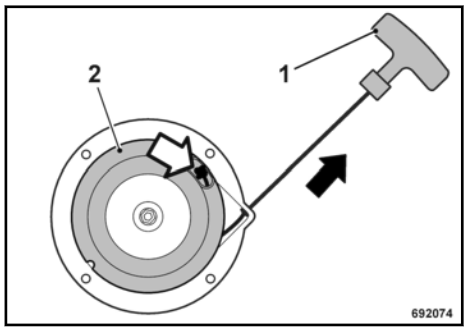

Fig. 66
Pull the starter rope with the starter handle (1) out completely ↳ Fig. 66.